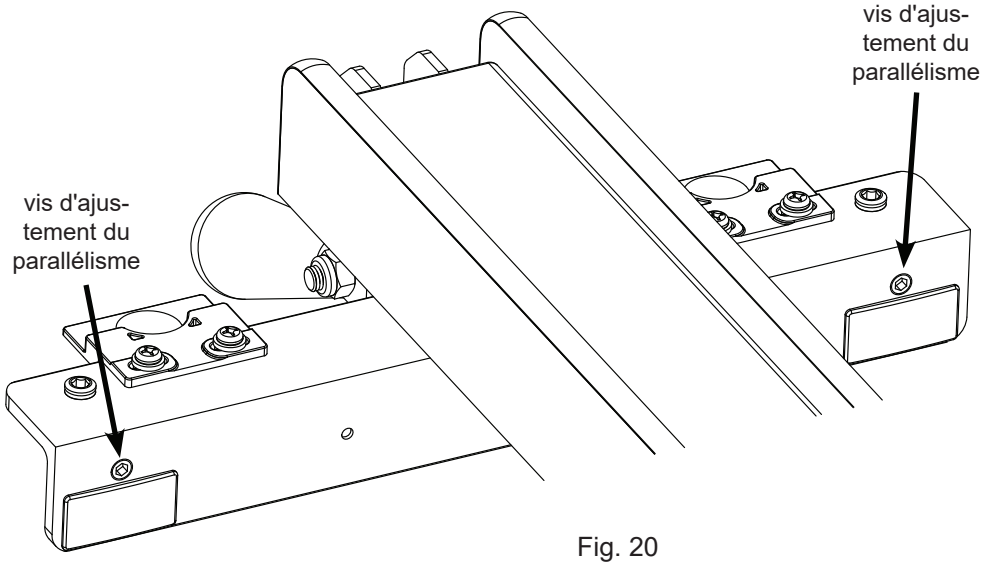

Fig. 20
20. Appuyez sur la poignée du guide pour le fixer au tube avant. Si le guide ne serre pas assez fort pour maintenir sa position contre une force modérée, vous pouvez augmenter la pression de serrage en tournant les deux vis d'ajustement du parallélisme dans le sens des aiguilles d'une montre à l'aide d'une clé hexagonale de 5 mm. Ces vis sont situées dans la partie verticale du support en croix de la clôture (voir Fig. 20). Si vous devez trop forcer pour pousser la poignée du guide vers le bas pour le fixer au tube avant, vous pouvez réduire la pression de serrage en tournant les deux vis d'ajustement du parallélisme dans le sens anti-horaire.
L'étape suivante consiste à aligner les plaques frontales de manière à ce qu'elles soient parallèles aux fentes à onglets. Commencez par faire glisser le guide le long du tube avant jusqu'à ce que la plaque frontale gauche soit au même niveau que le bord droit de la fente d'onglet de droite. Verrouillez la poignée du guide et vérifiez que la plaque frontale est bien alignée au bord de la fente à onglet sur toute sa longueur (voir Fig. 25). Vous pouvez le vérifier visuellement ou en passant votre doigt le long de la plaque frontale et du bord de la fente à onglet. En cas de mauvais alignement, vous pouvez le corriger en tournant l'une des deux vis d'ajustement du parallélisme dans le bord vertical de la traverse du guide (voir Fig. 20).